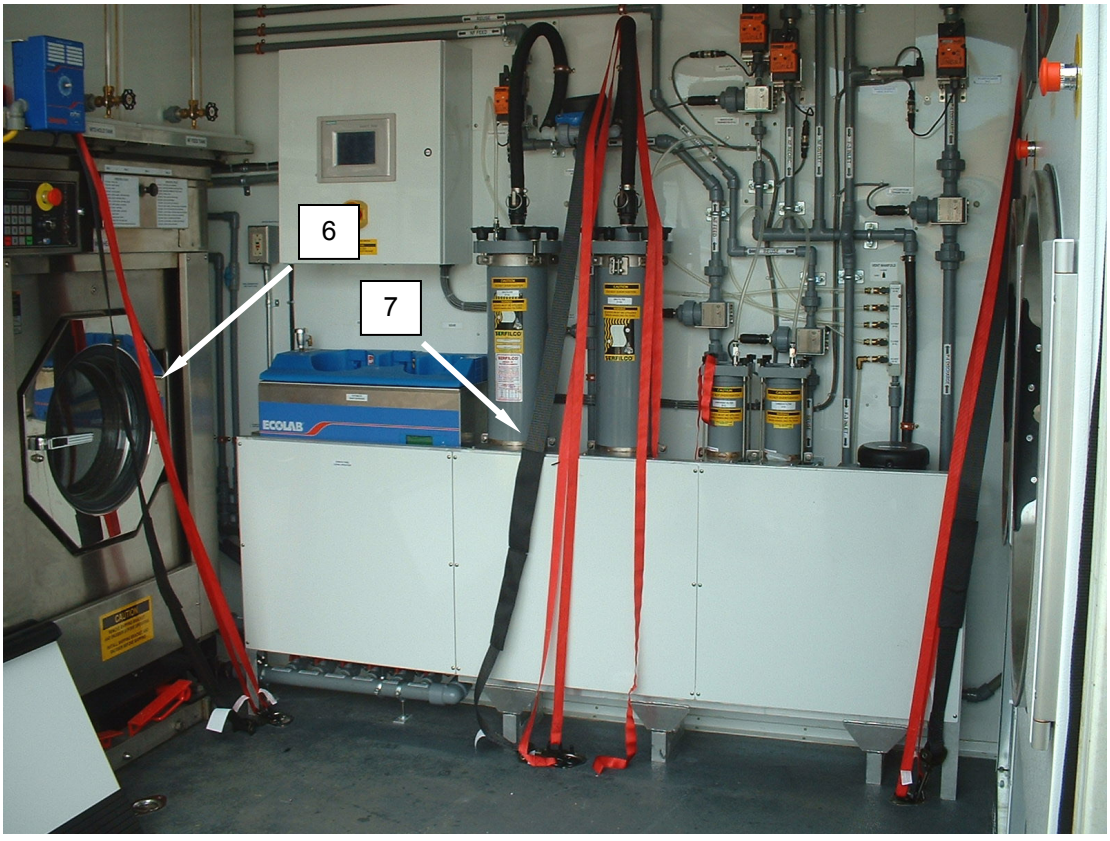

Figure 6. Attach Straps to D-Rings.
10. Attach six 1-in. straps **(Figure 6, Item 6)** and three 3-in. straps **(Figure 6, Item 7)** to the D-rings, and place the straps off the floor, but accessible.